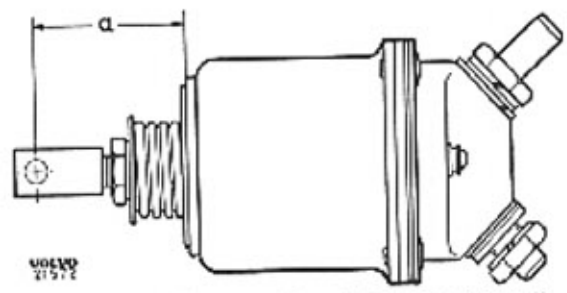

Bild 33-4. Manövermagnetens inställningsmått "a"
3. Innan magneten åter monteras, skall avståndet "a" bild 33-4 kontrolleras, varvid ankaret skall vara helt indraget. Kontrollera åter avståndet "a" efter det att låsmuttern dragits åt. Lås därefter muttern och gaffelbulten med plomberingsfärg.